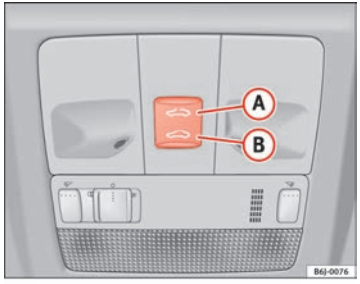

Fig. 48 Techo panorámico / deflector
– Pulse y mantenga pulsado el botón (B) ⇒ fig. 48 ⇒ ⚠, el techo realiza el movimiento de cerrado hasta que se suelta el botón.